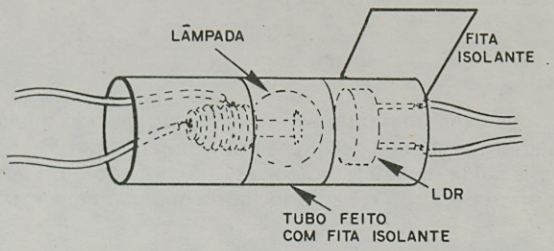

FIGURA 12
f) Os próximos componentes a serem ligados são os LDRs e as lâmpadas incandescentes L1 e L2 que devem ser previamente preparadas para esta finalidade. Os LDRs e as lâmpadas devem ser colocados num pequeno tubo opaco como mostra a figura 12 sendo preferivelmente colados em tal posição. Na falta de um tubo os dois componentes podem ser mantidos nesta posição por meio de fita isolante que será enrolada de modo a formar este tubo.